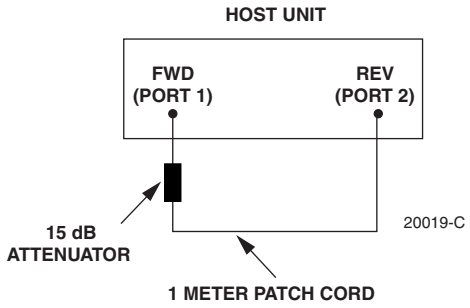

**Figure 4-4. Host Unit Loopback Test**
5. Plug a 15 dB in-line optical attenuator into the FWD (PORT 1) optical port as shown in Figure 4-4.